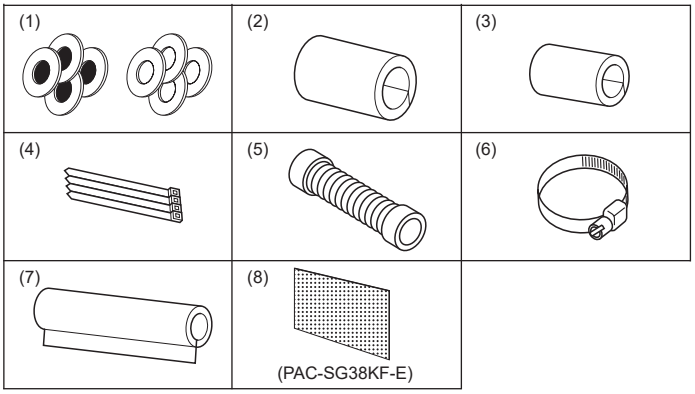

Abb. 3-1
3.1. Überprüfung des Zubehörs der Innenanlage (Abb. 3-1)